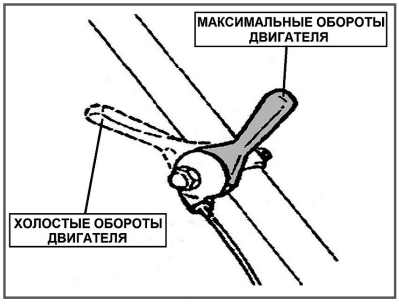

Рис. 17 Положения рычага газа
4. Переведите рычаг газа на 1/3 хода в сторону положения максимальных оборотов двигателя (Рис. 17).